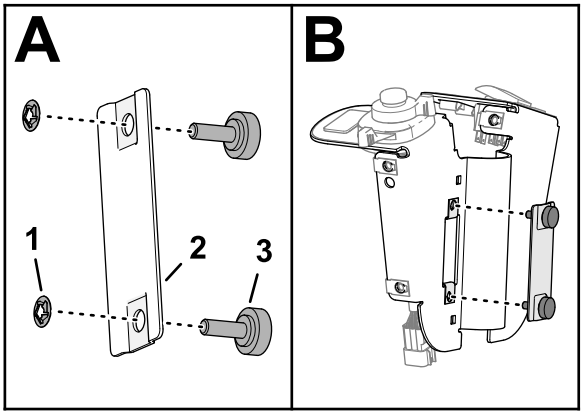

Figur 35
6. Monter de 2 greb i sikringsdækslet, og fastgør grebene med 2 boltholdere (Figur 35).
7. Monter sikringsdækslet på kontaktpladen, og spænd grebene (Figur 35).